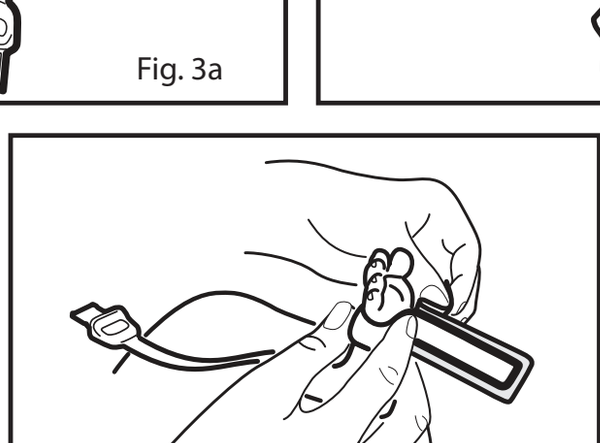

Fig. 3c
3. Consulte la **Fig. 3c.** Verifique que haya quedado en la posición correcta y vuelva a posicionarlo si es necesario. Siga envolviendo el resto de la banda adhesiva alrededor del pie/mano.